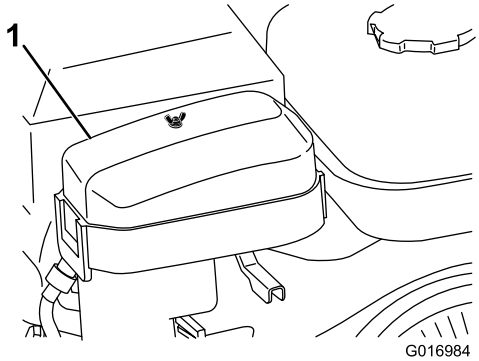

Figur 24
2. Afmonter vingemøtrikken på luftfilterdækslet, og fjern dækslet (Figur 24).